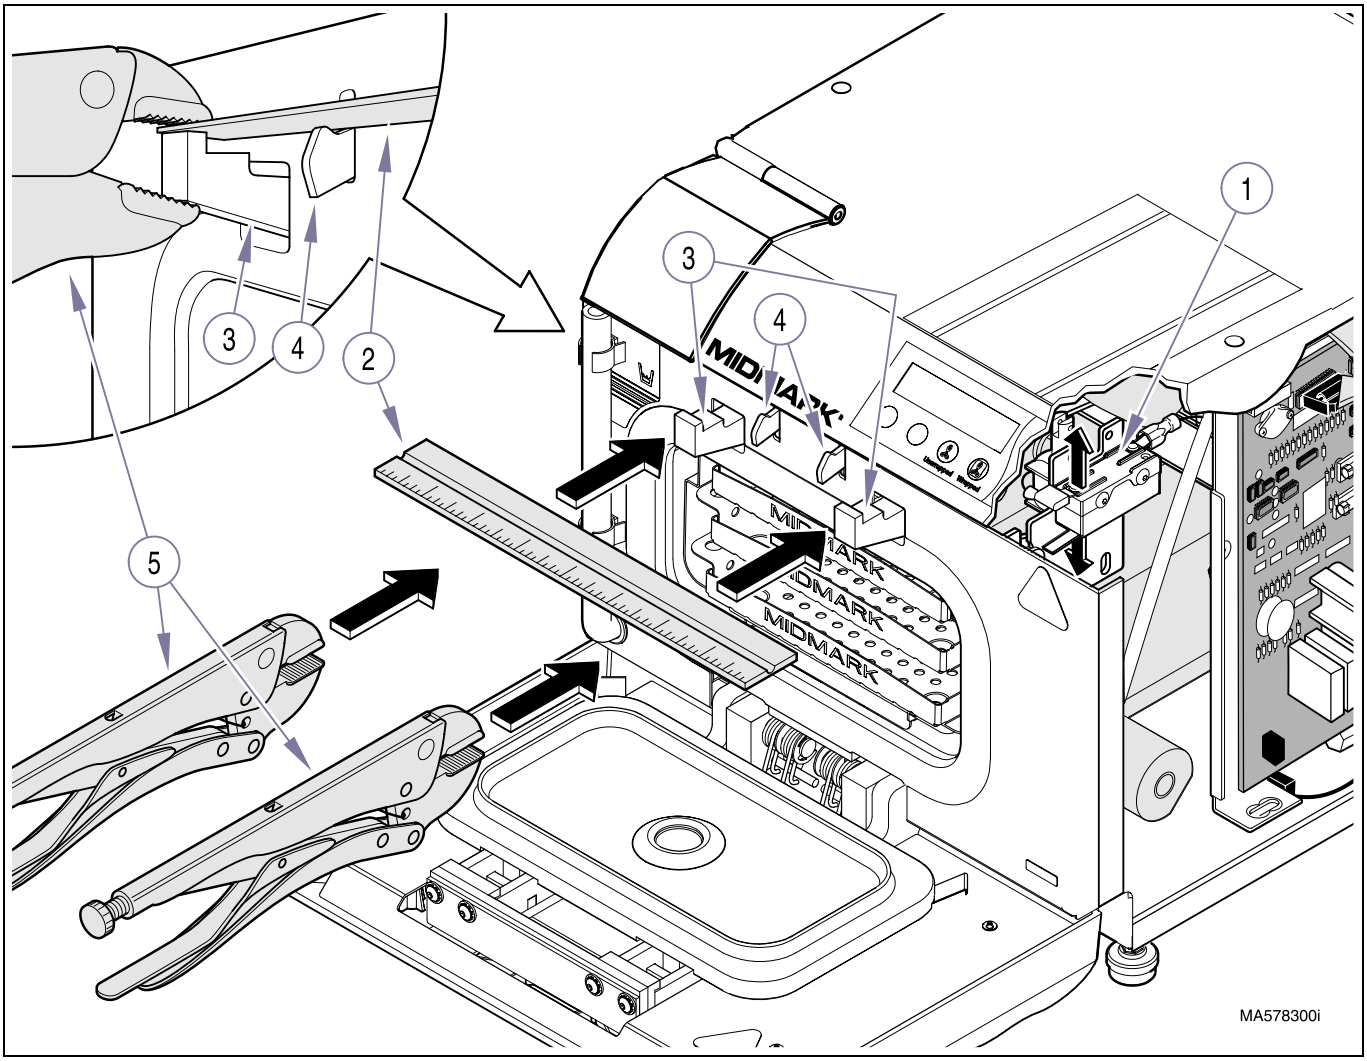

Figure 4-20. Door Latch Interlock Switch
(2) Attach the leads from the continuity light or VOM to the terminals (A, Figure 4-20) of the interlock switch (1). The VOM must be set to read continuity.